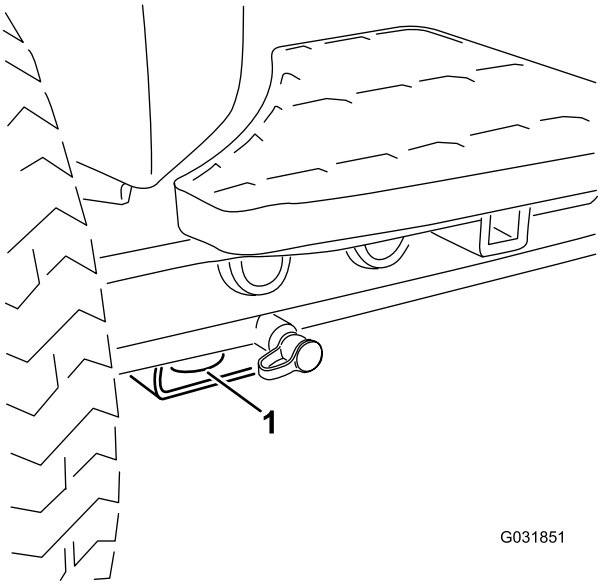

Figuur 40
- Voor – het gat in de rechthoekige blok, onder de asbuis, aan de binnenzijde van beide voorwielen (Figuur 40).